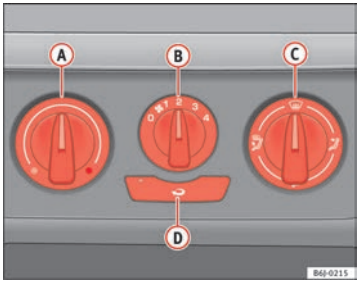

Fig. 86 Heating controls on the dash panel
– Using the controls (A) and (C) and with the switch (B) ⇒ fig. 86 you can adjust the temperature, the air distribution and the blower speed.
– Press the button (D) to switch air recirculation mode on or off. When the function is activated, a warning light on the button is turned on.